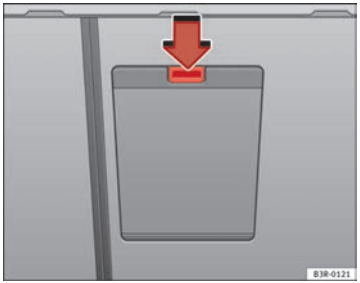

Abb. 115 Ausschnitt der Rücksitzbank von hinten: Deckel des Durchladesacks
– Drücken Sie die Entriegelungstaste für den Deckel der Durchladeeinrichtung und schwenken Sie ihn nach unten ⇒ Abb. 115 (Pfeil).